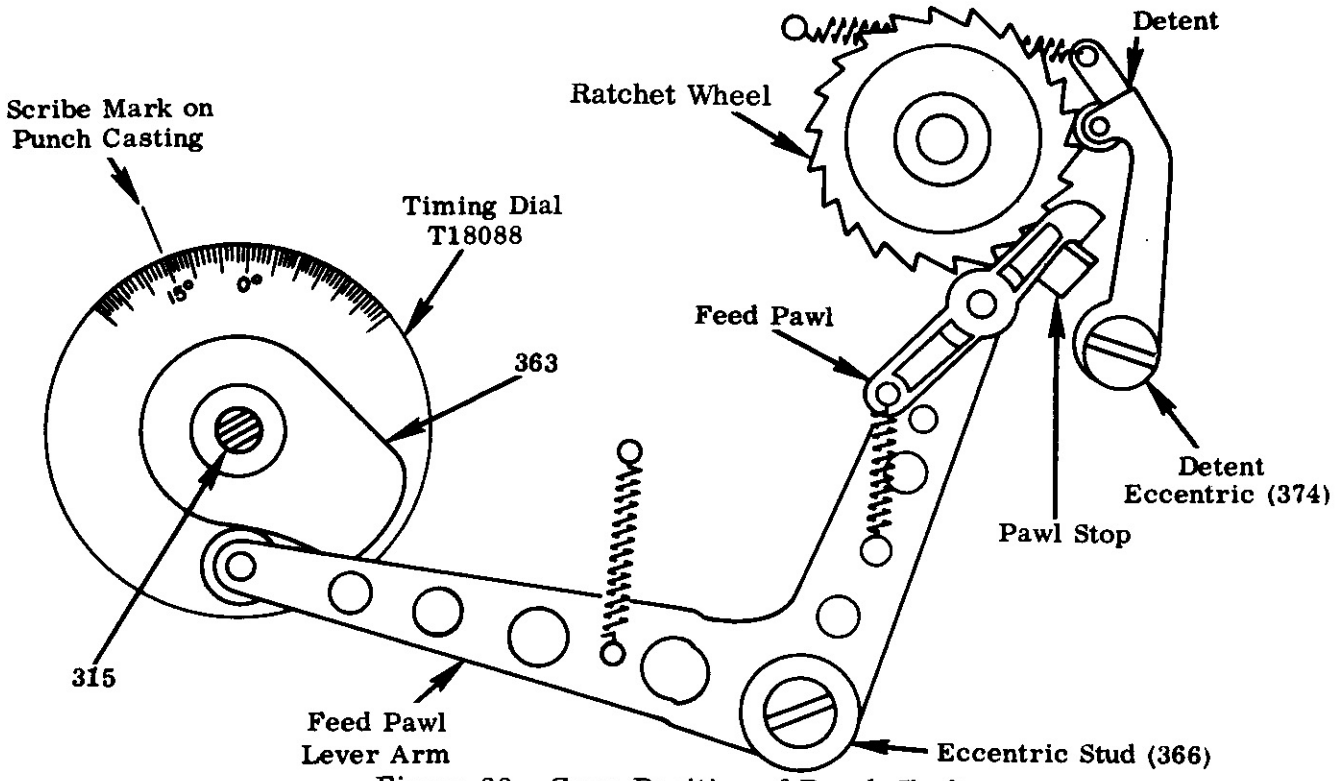
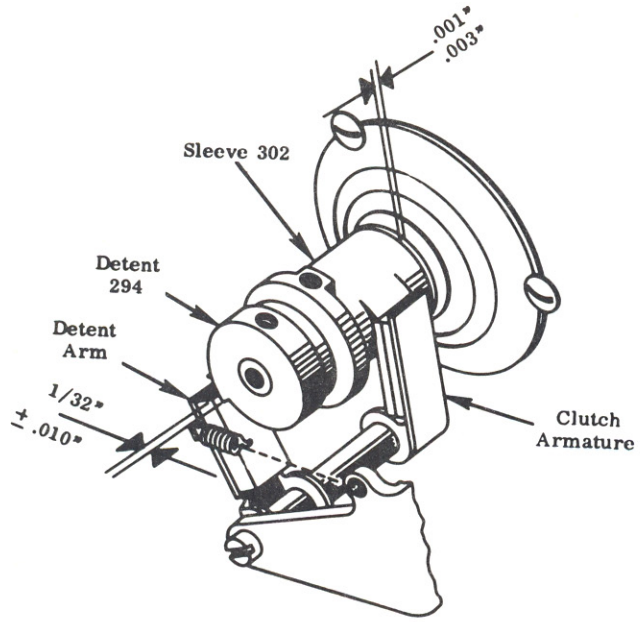

Figure 23 - Zero Position of Punch Shaft
Figure 25 - Clutch Adjustment
1. Turn the punch shaft (315) until the roller of the feed pawl lever arm (364) is 15 degrees plus or minus one degree past the point where the feed roller first engages the low dwell of the feed cam. This adjustment may also be obtained by setting the clutch detent cam .125" plus or minus .010" short of latching at the point where the feed lever roller first engages the low dwell of the feed cam (See Figure 23). Before tightening the detent cam set screws, be sure there is approximately .001" to .003" end clearance on the clutch drive shaft. (Figure 25)
3. Turn the punch shaft (315) until the detent (294) is approximately 1/32" (.016") short of latching the tip of the detent arm. Hold the detent and shaft in this position and turn the sleeve (302) until it latches with the tip of the clutch armature. Tighten the two collar set screws, being sure to retain the normal free relation between the gear hub and the clutch sleeve. (Figure 25)